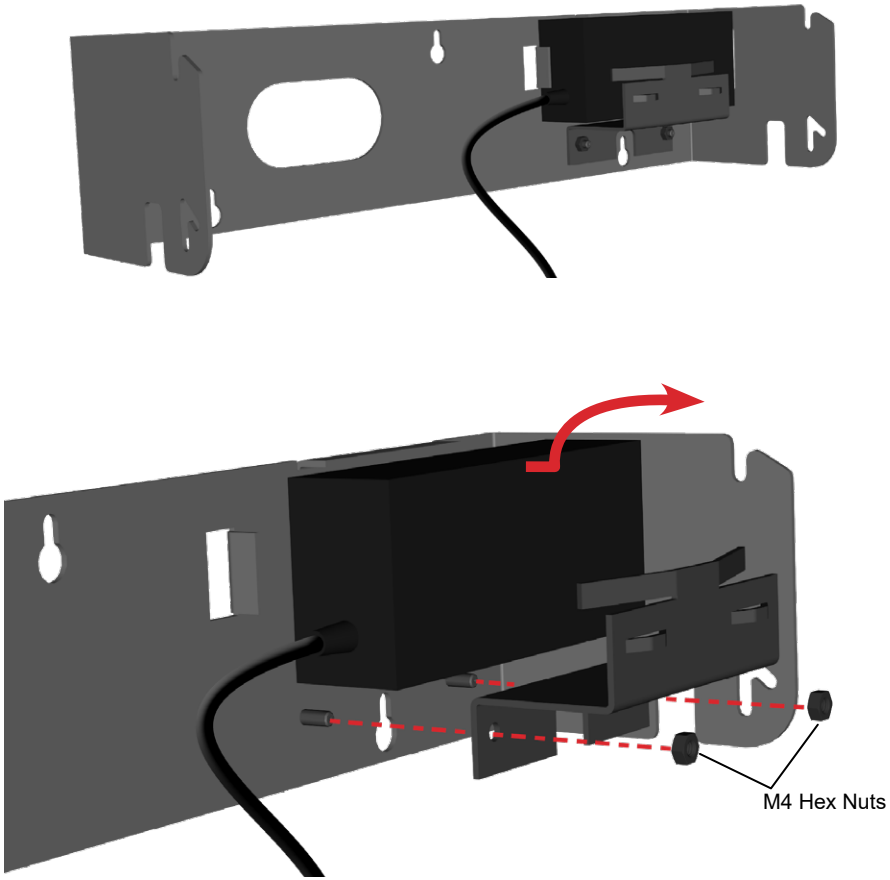

Figure 21. Remove bracket and power supply
2. Disconnect the power supply supporting bracket from the wall mount bracket (Figure 21).